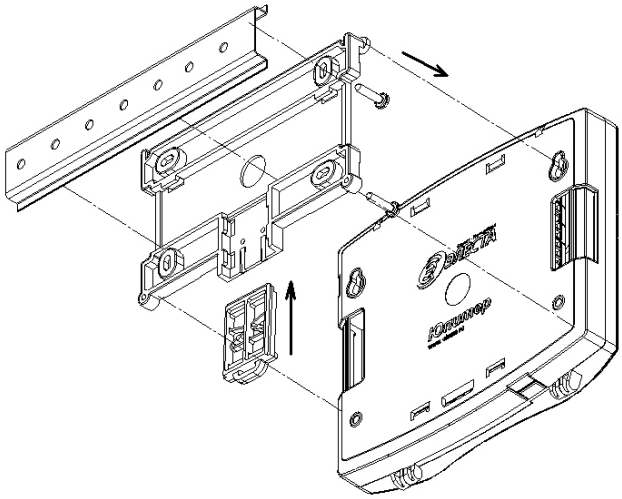

Рисунок 16 – Вариант установки прибора через переходную планку на DIN-рейку(вид с задней крышки прибора)
- прибор крепится на переходную планку, которая устанавливается на DIN-рейку с помощью пластиковой защелки (рисунок 16).